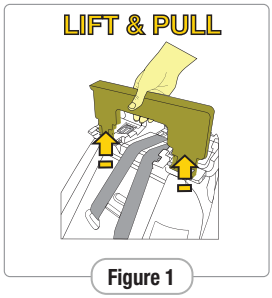

Figure 1
**Step 1:** Turn the child restraint over and pull the recline foot out of the locked position (Figure 1).